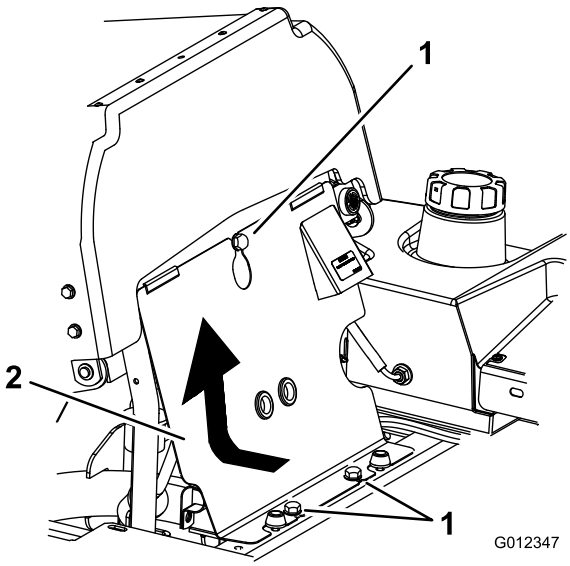

Figuur 37
1. Kantel de stoel naar voren, draai de bouten van de kap los en verwijder de motorkap van de voorzijde (Figuur 37).